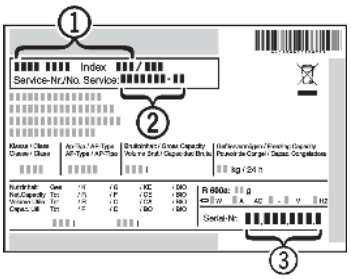

Fig. 10
▶ Read the appliance designation *Fig. 10 (1)*, service no. *Fig. 10 (2)* and serial no. *Fig. 10 (3)* from the rating plate. The rating plate is located inside the appliance on the left-hand side.
▶ Notify a qualified service provider, specifying the fault, appliance designation *Fig. 10 (1)*, service no. *Fig. 10 (2)* and serial *Fig. 10 (3)* no.